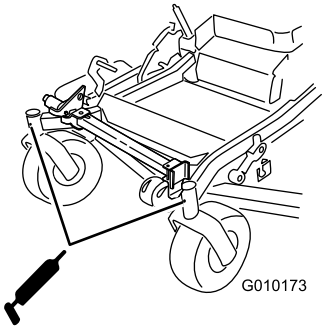

Figur 46
9. Ta bort fettsprutan ur hålet. Montera sexkantpluggen och dammkåpan (Figur 46).